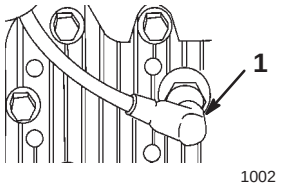

Abbildung 31
2. Das Kabel von der Zündkerze abziehen (Abb. 31).
2. Die Zündkerze entfernen (Abb. 31).
3. Die Zündkerze (Abb. 31) herausnehmen und den Motor mit Hilfe des Starters schnell durchdrehen, um überschüssiges Öl aus dem Zylinder zu beseitigen.